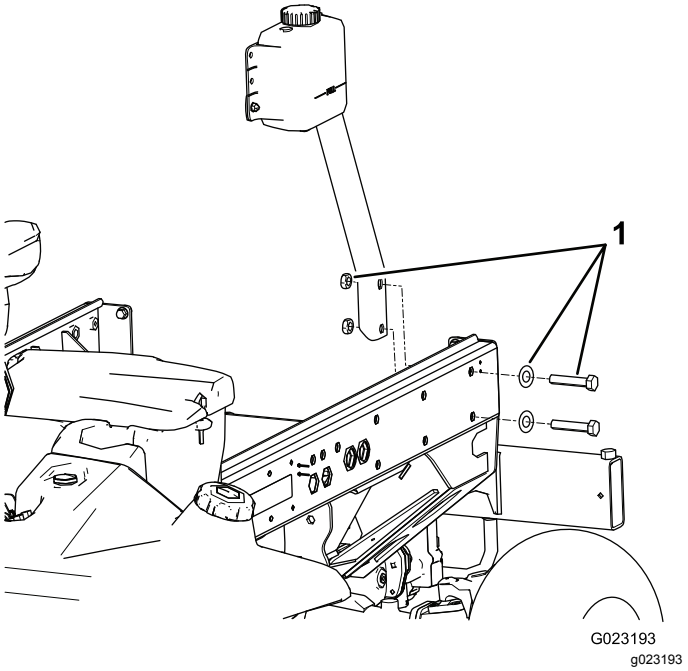

Figure 18
1. Remove the 2 bolts, 2 washers, and 2 nuts securing the reservoir-mounting bracket to the left frame rail (Figure 18).